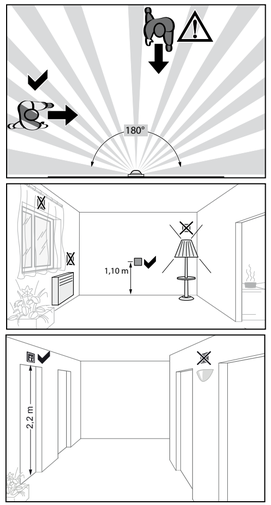
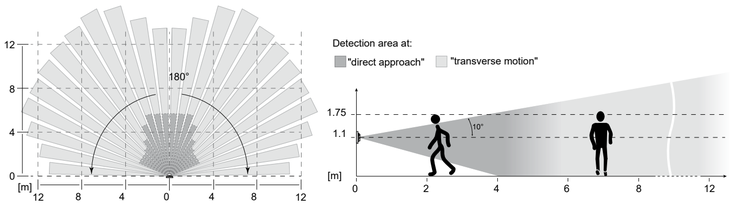

Fig. 4: Installation location of the motion detectors
Fig. 6: Detection area of the motion detector for installation height 1.1 m
ℹ Observe the motion orientation: a distinction is made between "direct approach" and "transverse motion". Motions transverse to the motion detector can be detected better than motions toward the motion detector (Fig. 4, 6, 7).
- Avoid sources of interference in the detection area (Fig. 6 and 7). Sources of interference, e.g. heating elements, ventilation systems, air conditioners and lamps that are cooling down can cause undesired switching (Fig. 4).